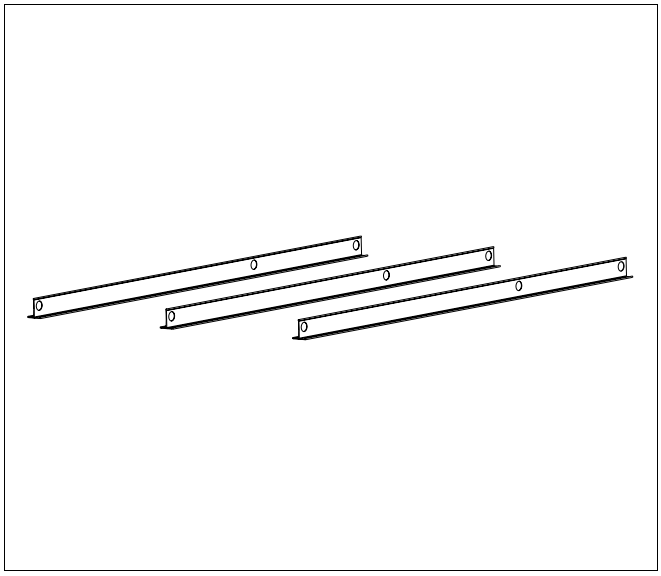

Afb. 29 T-profielen van het basisframe – verticale uitvoering
- Plaats de drie benodigde T-profielen (bij horizontale uitvoering vier T-profielen) voor een collector (afb. 29) op een afstand van ca. 500 mm naast elkaar.